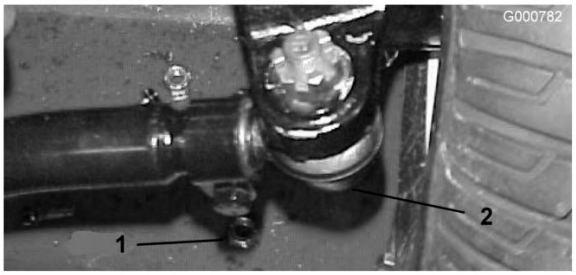

Figura 72
2. Para ajustar, remova o contrapino e a porca de cada uma das rótulas da barra de ligação. Remova a junta da barra de ligação do suporte do eixo (Figura 72).
3. Desaperte as abraçadeiras que estão em ambas as extremidades das barras de ligação (Figura 72).